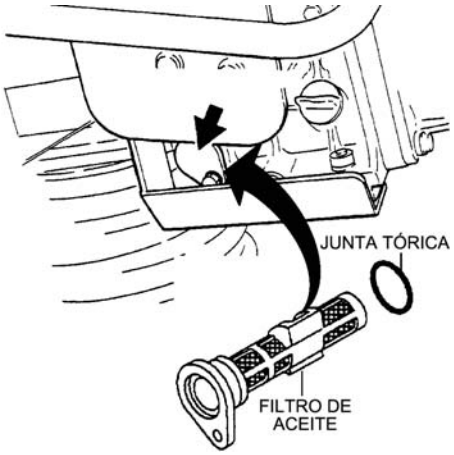

Figura 15. Filtro de aceite hidráulico
1. Quite y reemplace el filtro de aceite del motor y la junta tórica (Figura 15) cada 1000 horas de operación.